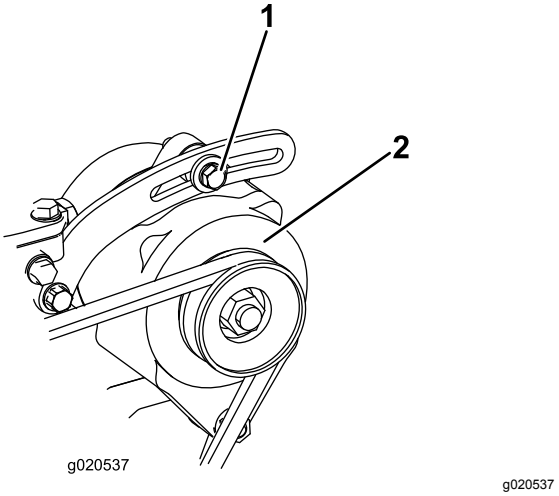

Rysunek 75
Po każdych 100 godzinach pracy sprawdzaj stan i napięcie pasków (Rysunek 75).
1. Poluzuj śruby mocujące alternator (Rysunek 75).